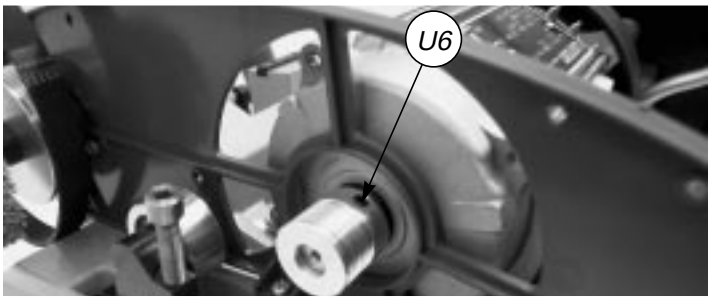

Fig. 43
13) Loosen the grub screw (U6) on the motor pulley (fig.43). Remove the pulley and fit to the new motor. Secure by tightening the grub screw (U6).